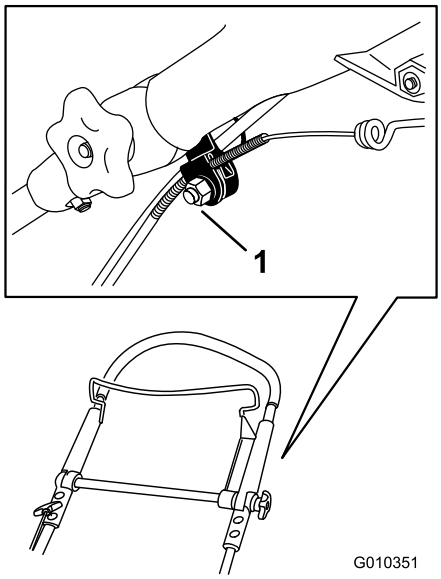

Figura 35
1. Allentate il dado sul serrafilo per cavi (Figura 35).